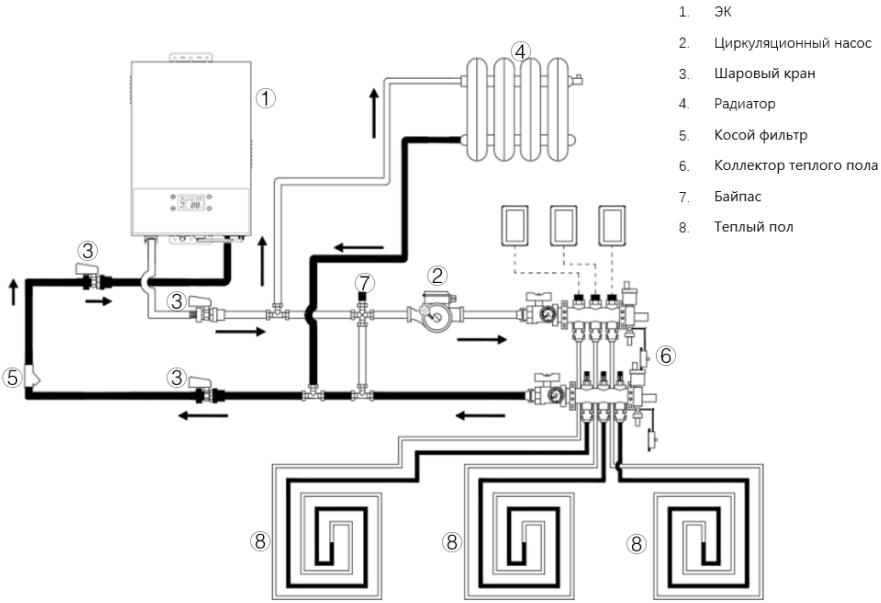

Рис. 9. Схема подключения «радиаторы + теплый пол + ЭК»
- Подключайте электрический котел к электропитанию в строгом соответствии со схемой подключения к электросети (Рис.9).
- Схема подключения сетевого кабеля к клеммной колодке указана в Рис. 9.
- Подключение L1-L2-L3-N-G сверху «Вниз», согласно Рис. 9.